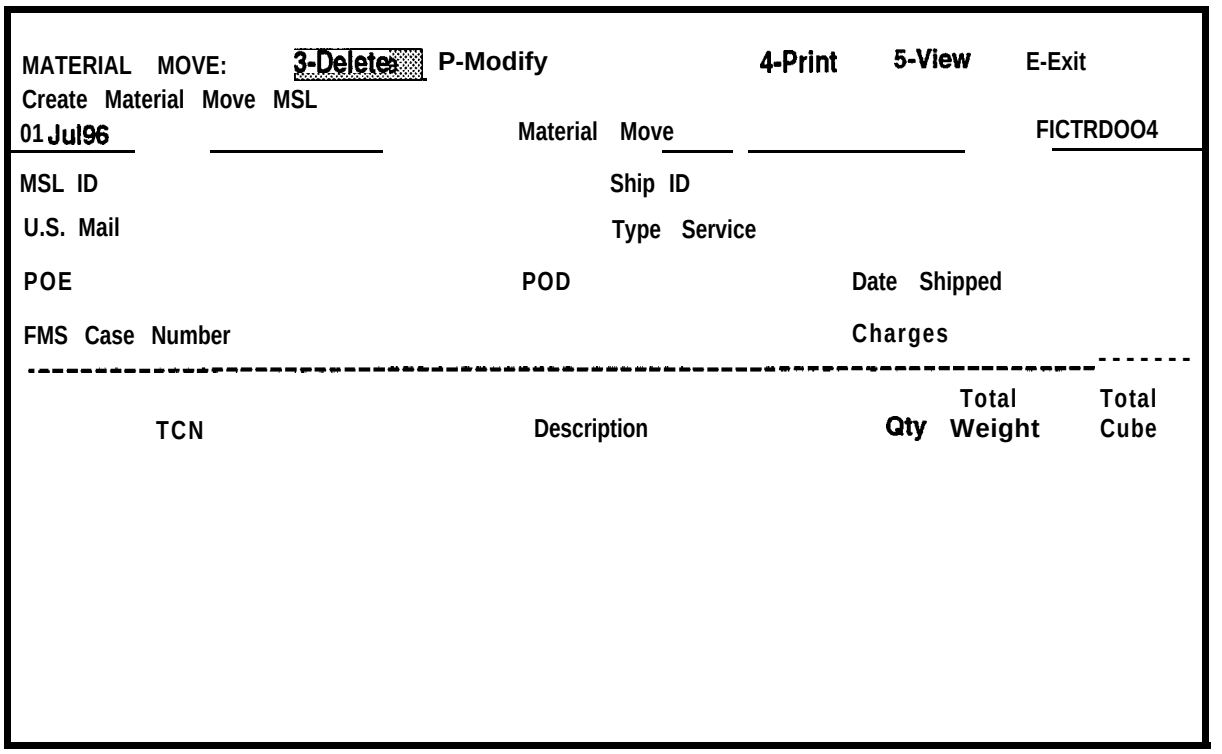

Figure 9-4. Material Move Screen
a. Select **Material Moves** from the Military Shipment Label menu. As necessary, refer to paragraph 9.3.1 (page 9-2above) for procedures for getting to the Military Shipment Label Menu. The Material Move screen will be displayed as shown in Figure 9-4, with the Material Move: ring menu displayed at the top of the screen.